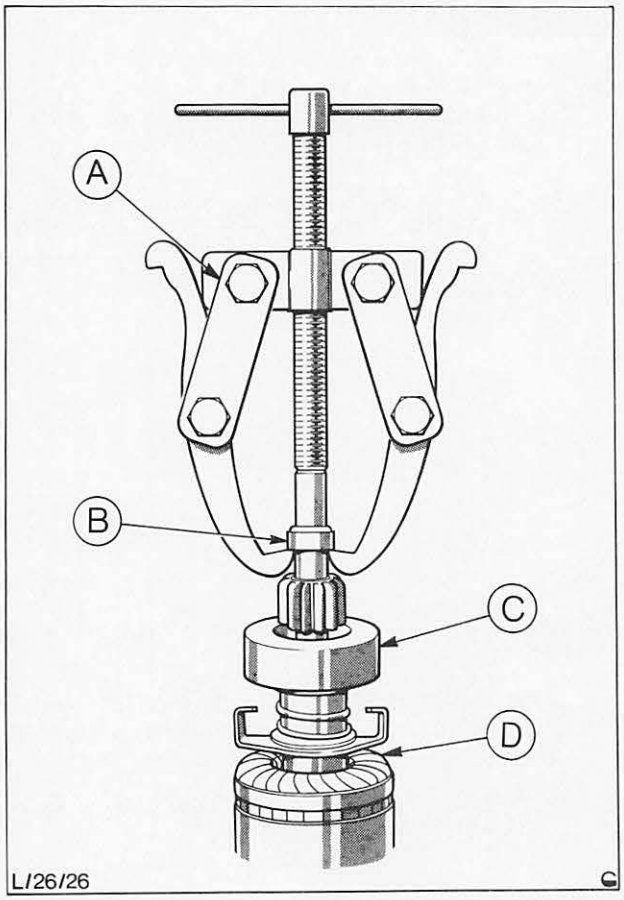

Abb. 33 A = Handelsüblicher Zweischenkel-Abzieher
16. Kompletten Ritzelantrieb und Anlaufring auf die Ankerwelle schieben. Sicherungsring in die Nut der Welle einsetzen, dann Anlaufring bis zum Anschlag über den Sicherungsring ziehen, Abb. 33.